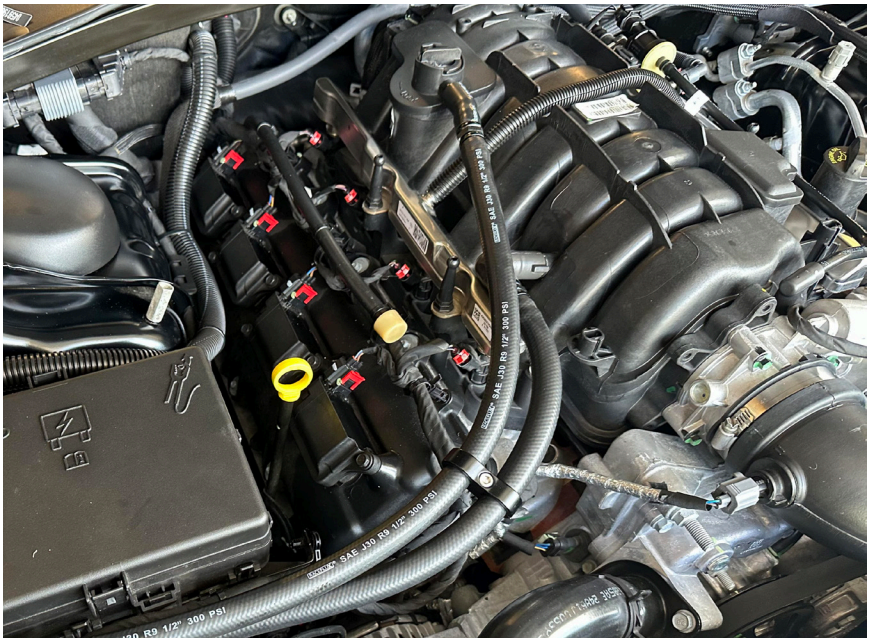
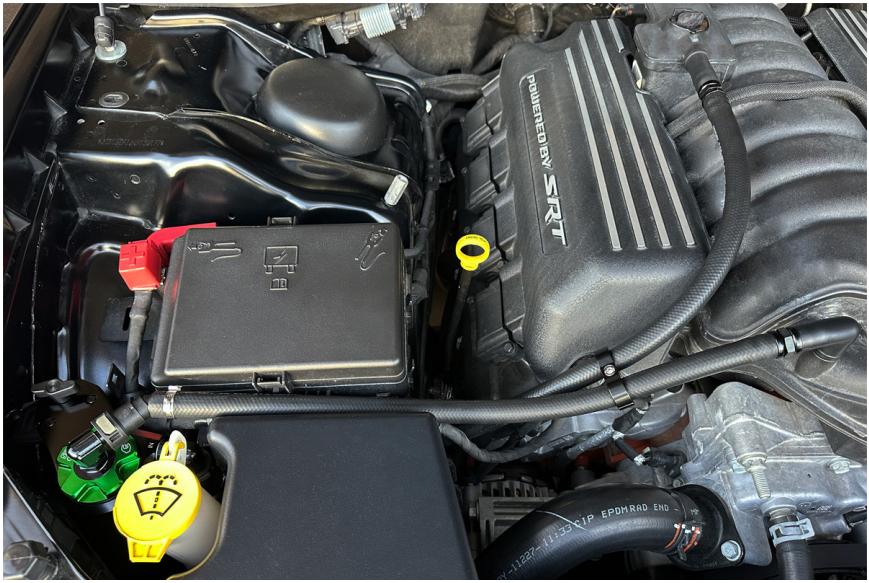

**Figure 7 - Connecting the Hoses (5.7L)**
**Figure 8 - Connecting the Hoses (6.4L)**
4. Connect the hoses as shown in Figure 7 and Figure 8.
5. Install the hose separator as shown in Figure 7 and Figure 8.